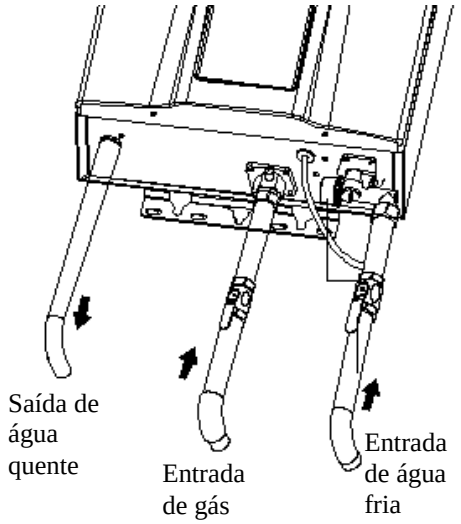

Fig. 10
2. Instalação dos tubos de água e gás (Fig. 10)
(1) De frente para o aquecedor de água, a entrada de água fria está no lado direito e a saída de água quente está no lado esquerdo. Apesar dos tubos de água usados na estrutura poderem ser de outros materiais, recomendamos que sejam usados tubos de cobre ao longo de, pelo menos, 0,92 m antes e depois do aquecedor de água (respeitar as normas locais). O tubo de entrada de água deve ter um diâmetro mínimo de 1/2” para permitir um fluxo à capacidade total.
(2) Recordar-se que a pressão de água deve ser suficiente para ativar o aquecedor de água quando se solicita água quente do andar superior. Se as conexões de água quente e fria ao aquecedor de água estão invertidas, o aquecedor de água não irá funcionar. Acessórios de cobre ou bronze de 1/2’’ funcionam melhor quando estão conectados a conectores. Os conectores de tipo flexível facilitarão a instalação, vedar a válvula de água usando uma conexão com uma anilha tipo junta na união. Não devem usar-se faixas de estancamento ou selantes nesta junta. Certificar-se que não hajam partículas soltas ou sujidade no tubo. (Fig. 10)
(3) A pressão da água deve ser suficiente para ativar o aquecedor de água, a pressão máxima para o aparelho é 10 bar, mesmo com os efeitos da dilatação da água, a pressão de água no aparelho não deve exceder este valor.